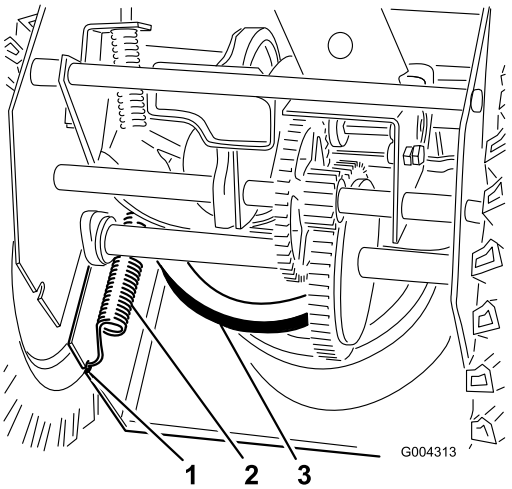

Bild 32
7. Bauen Sie die Feder aus der Kerbe an der Unterkante der Seitenplatte aus (Bild 32).
13. Haken Sie die Feder in die Kerbe an der Unterkante der Seitenplatte ein (Bild 32).